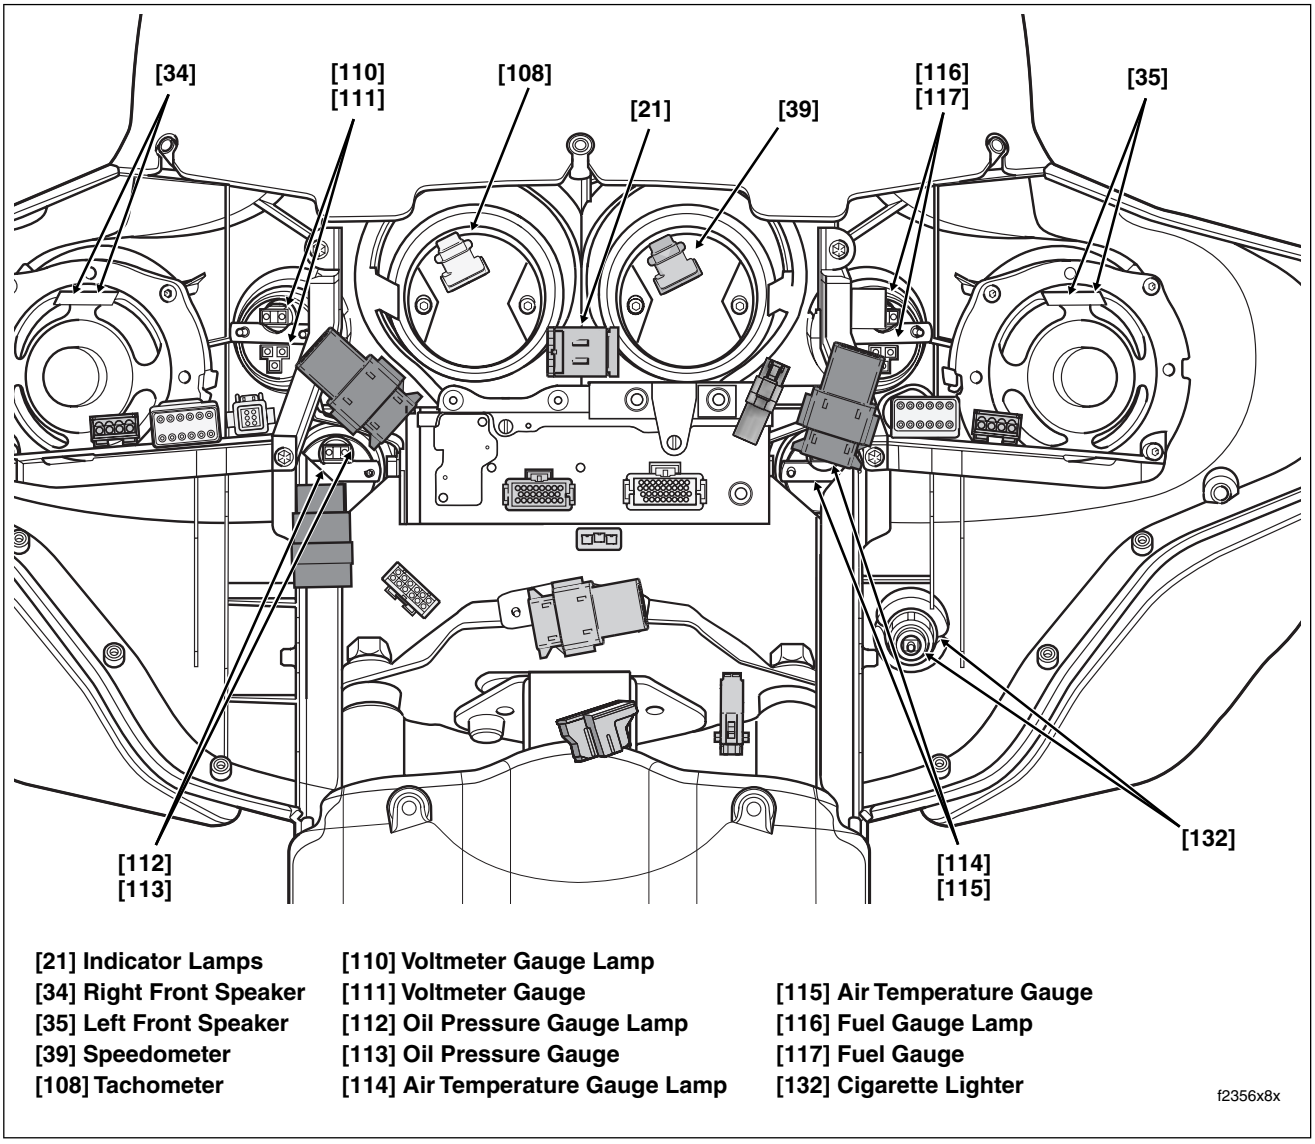

Figure 2-165. Inner Fairing Connectors (FLHX, FLHTC/U)
18. See Figure 2-165. Pull socket terminals [132] from spade contacts on cigarette lighter. Remove cigarette lighter from socket. Holding socket to prevent rotation, unscrew outer shell. Remove socket from inner fairing.
21. Disconnect speedometer gauge connector [39] and tachometer gauge connector [108]. See Figure 2-165. Leaving anchors on interconnect harness installed in outboard ears of brackets, remove allen head socket screws to remove brackets from gauges. Push gauges toward rear of motorcycle to remove from inner fairing.
22. Disconnect indicator lamps connector [21], 10-place Multilock. See Figure 2-165. Release four paddles to free indicator bulb housing from lense assembly. See Figure 2-167. Remove lense assembly from inner fairing.